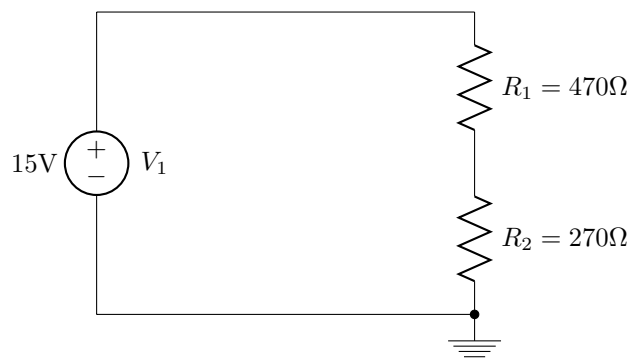

Figure 1:
1. Analyze the circuit shown Figure 1
1. Create the circuit from Prelab part 1 (shown Figure 1) in Multisim and simulate the circuit using the same DC Analysis feature.
The software is better introduced with an example. For this section you will enter and analyze the first prelab circuit (shown Figure 1, as it will look in Muiltsim). Creating a circuit diagram works much like a paint program. First you place components on the workspace, and then you connect them together by 'drawing' wires. Then we will simulate its behavior and attach virtual instruments to the circuit to observe various measurements.